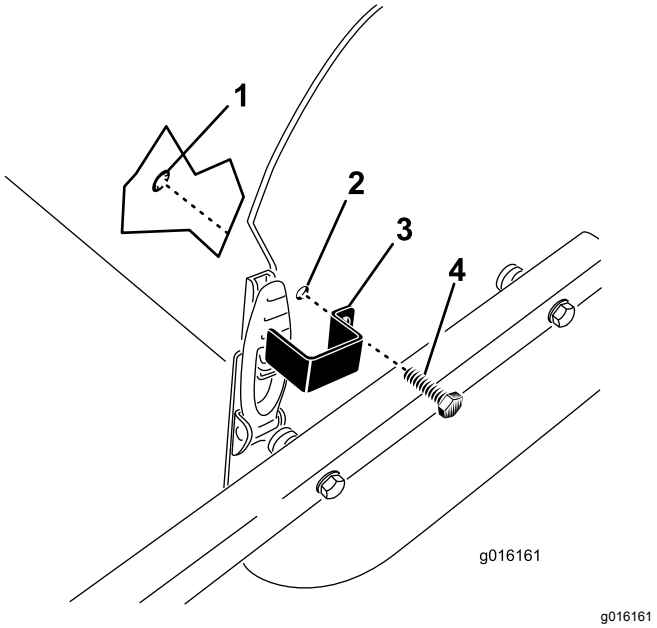

**Figuur 35**
1. Zet het borgplaatje op de kapvergrendeling terwijl u de montage-opening uitlijnt met het gat in de zijplaat (Figuur 35).
2. Bevestig het borgplaatje aan de zijplaat met een tapbout en een borgring (Figuur 35).